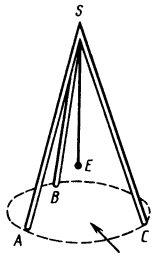

Рис. 215
89. Начертите треногу (рис. 215) в трех прямоугольных проекциях, считая отдельные стержни ее отрезками прямой линии (стрелка на рисунке показывает, как следует проецировать треногу на плоскость V).